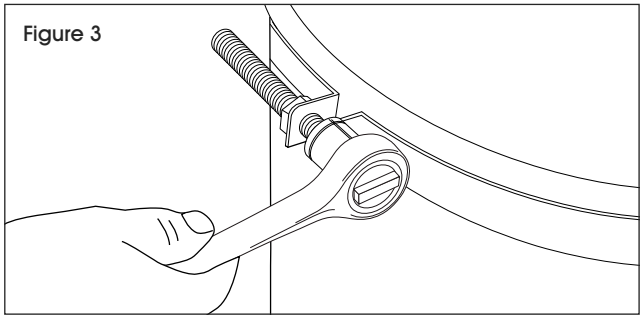

Figure 3
3. Revissez le boulon avec la clé à douille de 19 mm pour refermer l'anneau. (Voir Figure 3)